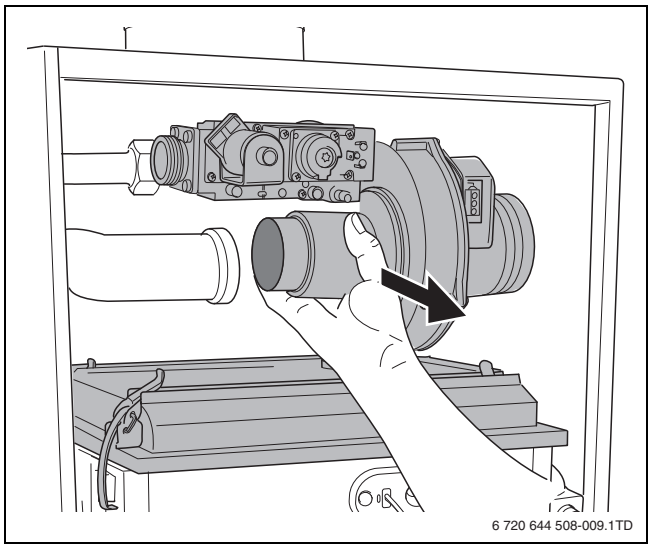

Fig. 9
- ▶ 取下带有燃气 / 空气单元的燃烧器盖板 （→ 图 9，第 44 页）。